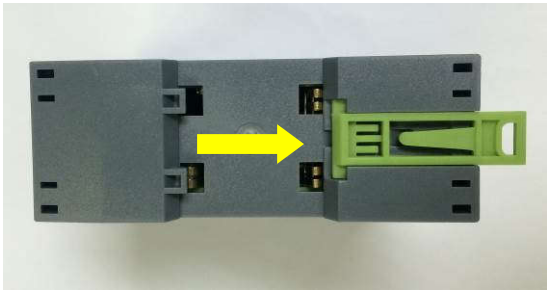

图 2-3
IND141Bagfill 导轨式安装在 35mm 宽的标准 DIN 导轨上。安装步骤见图 2-3 到图 2-5。
1. 推下固定卡锁，见图 2-3；